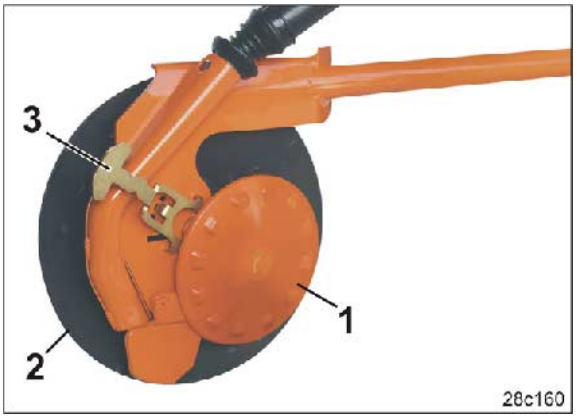

**Fig. 108**
Le Rollsoc+ (Fig. 108)
Le disque souple en plastique (Fig. 108/1)
- permet de nettoyer la face arrière du disque de semis (Fig. 108/2)
Lorsque la vitesse d'avancement est élevée, le disque de semis incliné par rapport au sens de la marche (Fig. 108/2) ne déplace que peu de terre.
L'actionnement de la poignée (Fig. 108/5) permet de régler le disque en plastique ou de le retirer sans outil.